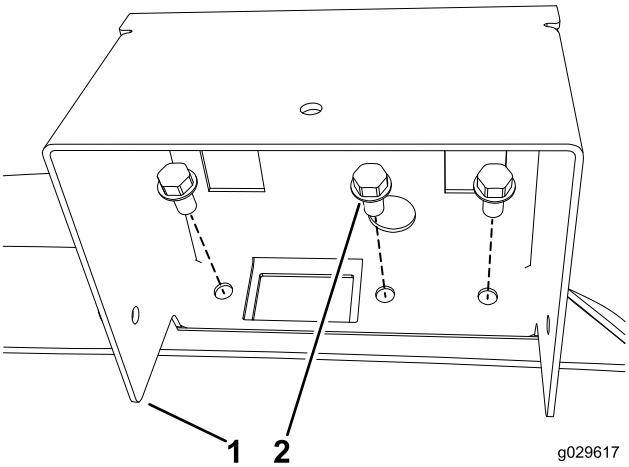

Figure 18
1. Secure the switch enclosure to the control arm with 3 screws (1/4 x 1/2 inch) as shown in Figure 18.